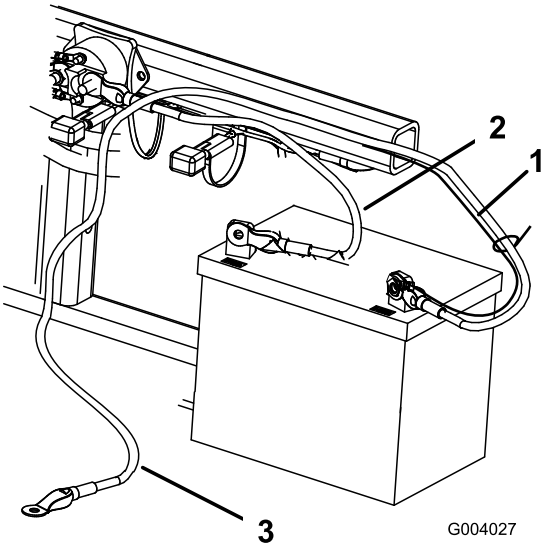

Figur 5
2. Fastgør det positive kabel (rød) til den positive (+) pol med en bolt og låsemøtrik på 1/4- x 5/8 tommer (Figur 5).
3. Fastgør den lille, sorte ledning og det negative kabel (sort) til den negative (-) batteripol med en bolt (1/4 x 5/8 tomme) og låsemøtrik (1/4 tomme) (Figur 5).